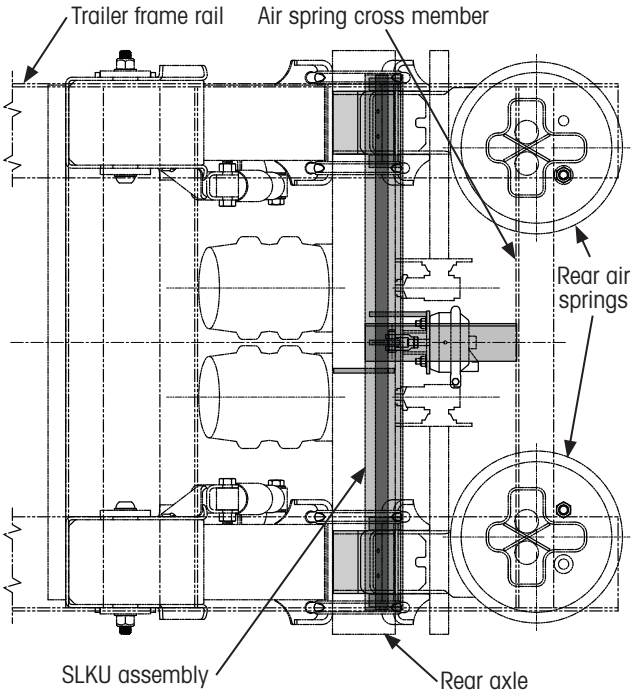
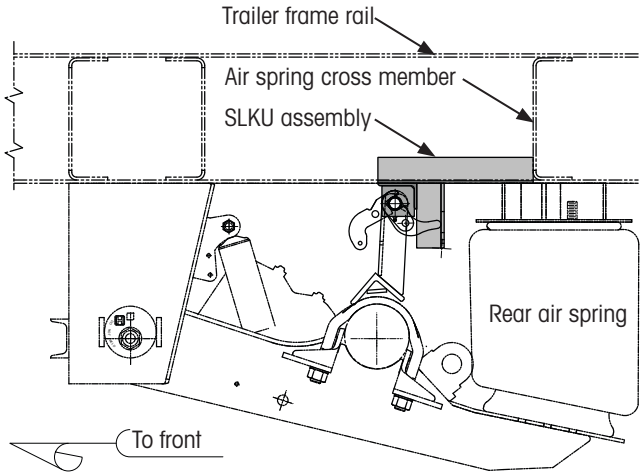

Figure 54: SLKU assembly top view
Figure 55: SLKU assembly mounting position
1. **Position** the **SLKU** assembly above the rear axle and up against the bottom side of the trailer frame rail on each side as shown in Figure 54.
2. **Locate** the crossmember nearest the rear air spring (Figure 54 and Figure 55).
3. **Position** the back edge of the SLKU assembly to the rear air spring crossmember as shown in Figure 55.